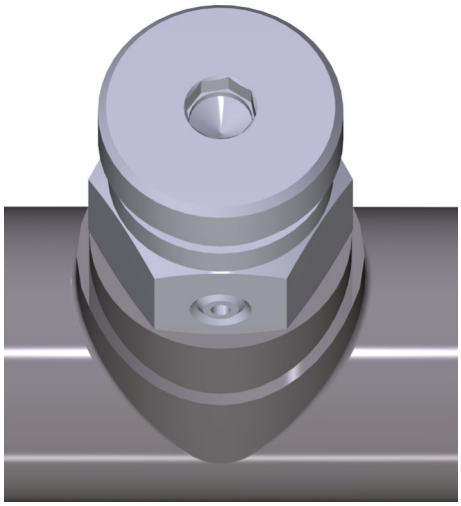

Rys. 27: Odpowietrzanie wody grzewczej
12. Aby odpowietrzyć obieg pierwotny, należy otworzyć zawór odpowietrzający (Rys. 27).